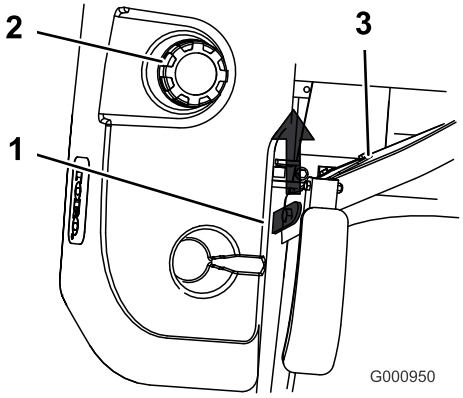

Rysunek 30
3. Unieś fotel. Umożliwi to uzyskanie dostępu do podzespołów maszyny pod fotelem (Rysunek 30).